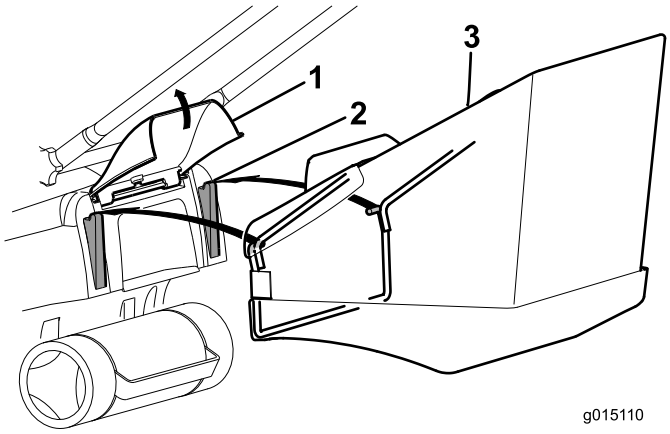
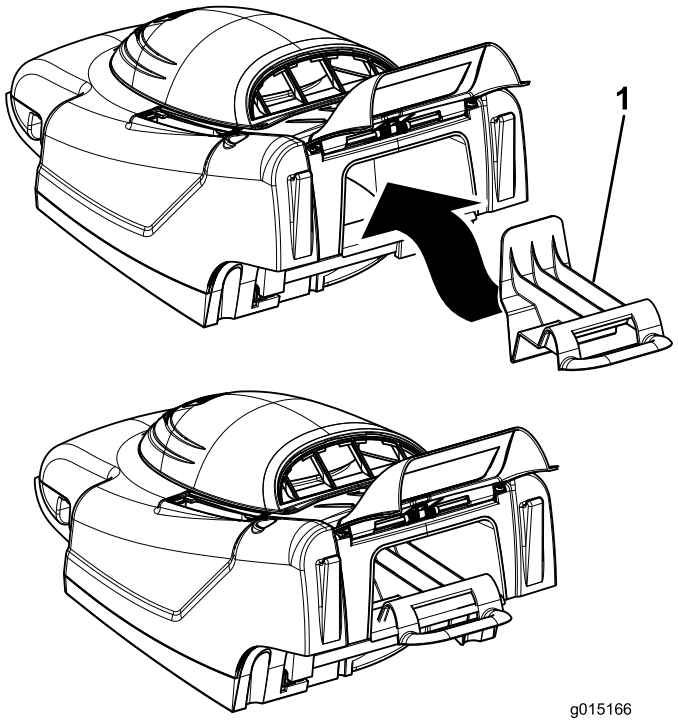

**Bild 14**
**Bild 15**
1. Öffnen Sie die Heckklappe, entfernen Sie den Mulchverschluss (Bild 15) und setzen Sie den Fangkorb auf die Nieten (Bild 14).
**Hinweis:** Zum Umstellen von Fangkorb zu Recycler müssen Sie den Fangkorb abnehmen und den Mulchverschluss wieder einsetzen, den Sie in Schritt 1 abgenommen haben (Bild 15).